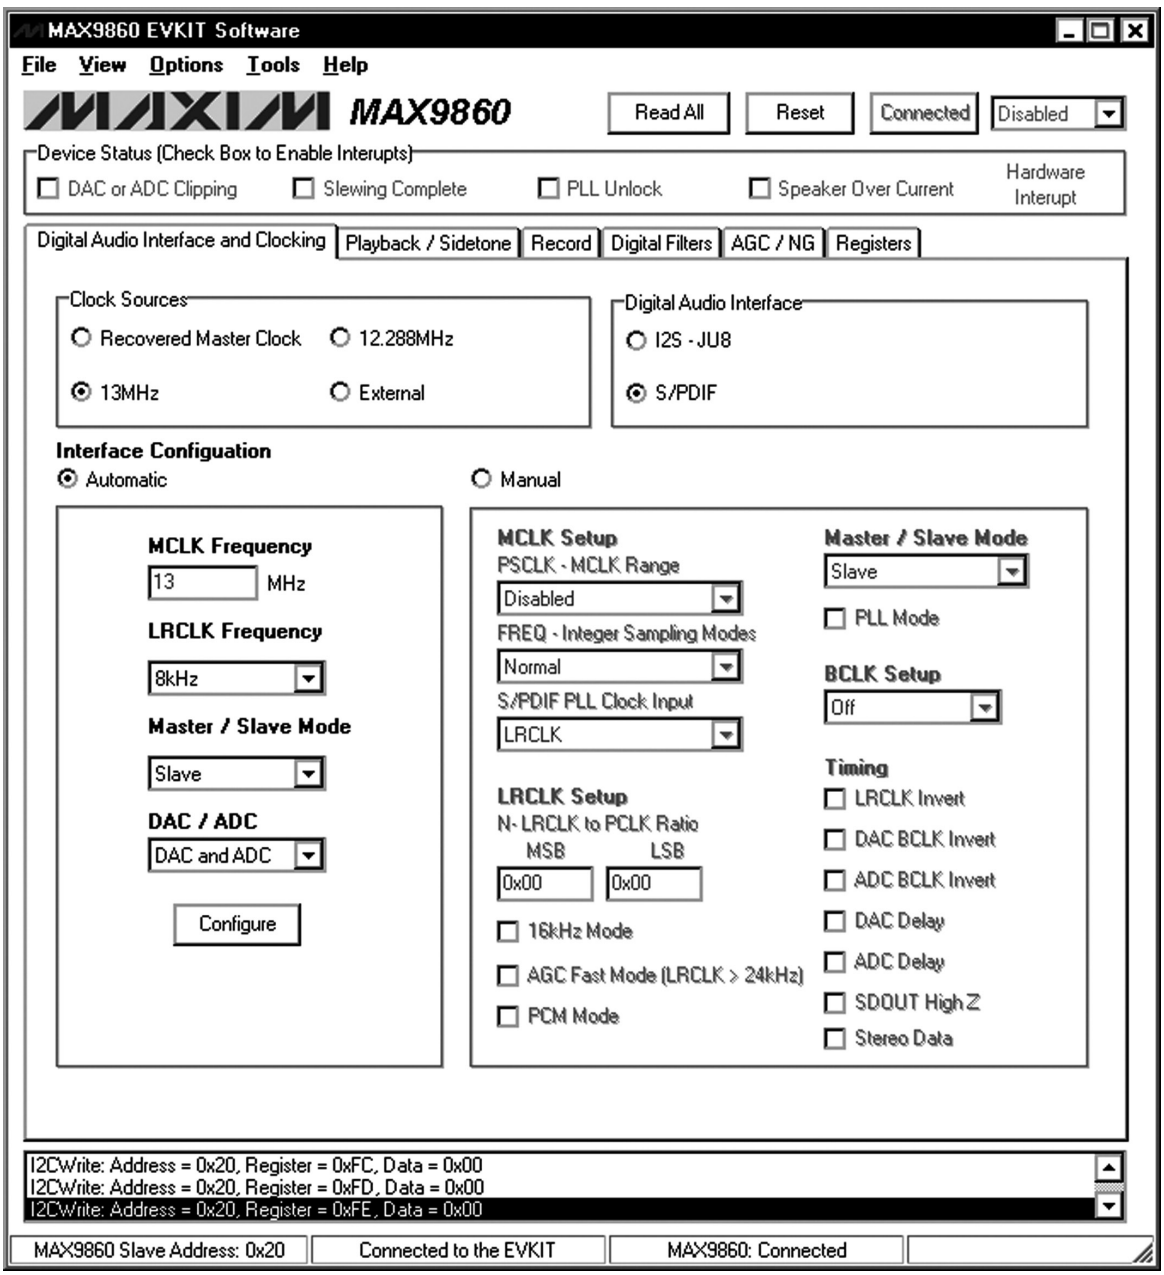

Figure 1. MAX9860 Evaluation Software Main Window
15) The EV kit software main window appears as shown in Figure 1. Verify that the message **MAX9860: Connected** is displayed on the status bar at the bottom of the software's main window.
The **Digital Audio Interface and Clocking** tab sheet (Figure 1) contains the master clock (MCLK) and digital audio interface selections for the MAX9860. A user can select an automatic typical interface configuration or manually configure the device according to specific requirements.